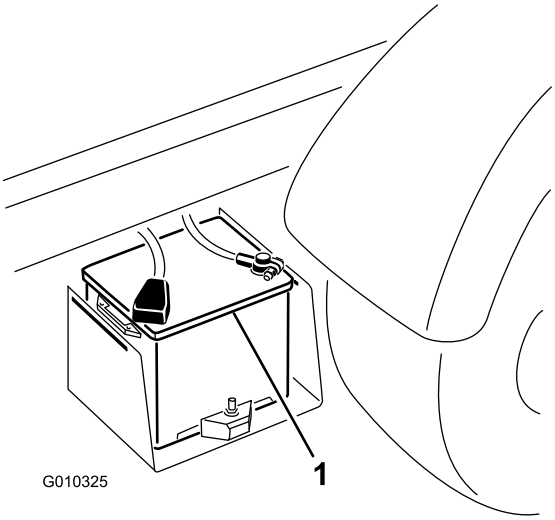

Figuur 49
2. Sluit een startkabel aan tussen de positieve polen van de twee accu's (Figuur 49). De positieve pool is te herkennen aan het symbool '+' bovenop het accudeksel.